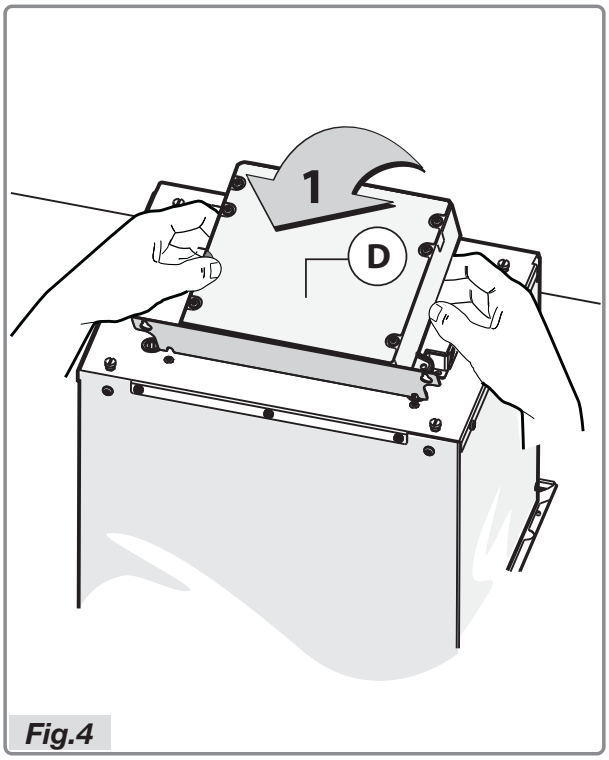

Fig.4
- Lift the electrical box (Fig.4).